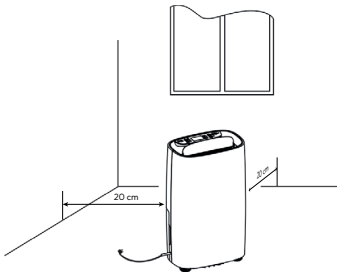

Fig. 1
1. Plasser avfukteren på et flatt, stabilt og jevnt underlag. Plasser apparatet slik at det er minst 20 cm ledig plass på hver side for fri luftsirkulasjon (fig. 1).